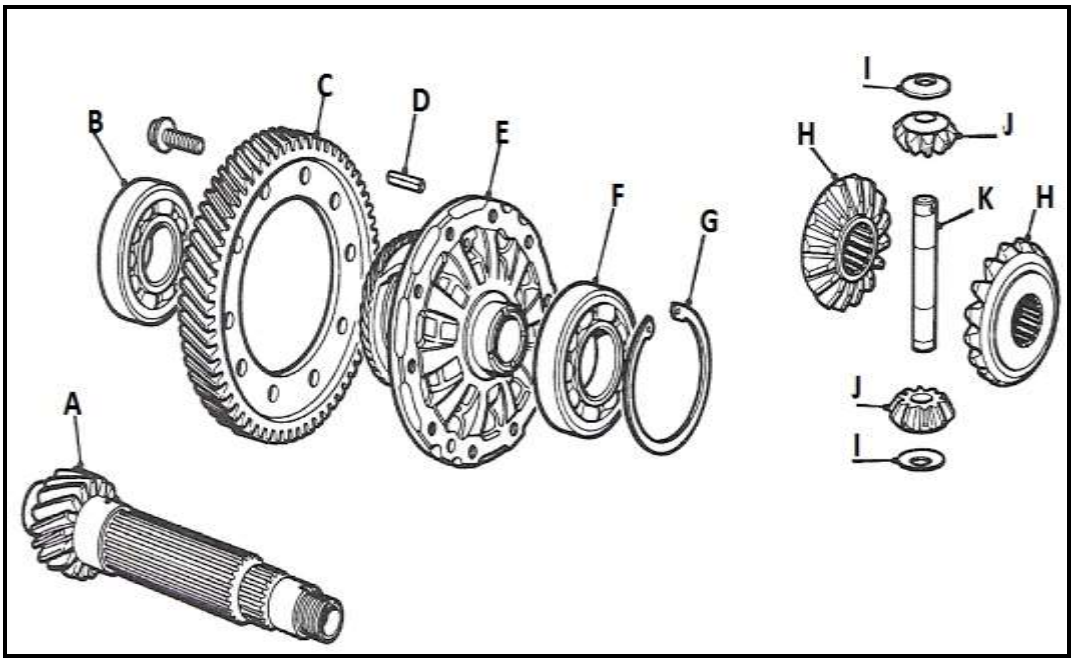

FIGURE 2
2.1 Identify the component from the final drive and differential assembly in FIGURE 2 that matches a term below. Write only the letter (A–K) next to the question number (2.1.1–2.1.11) in the ANSWER BOOK.